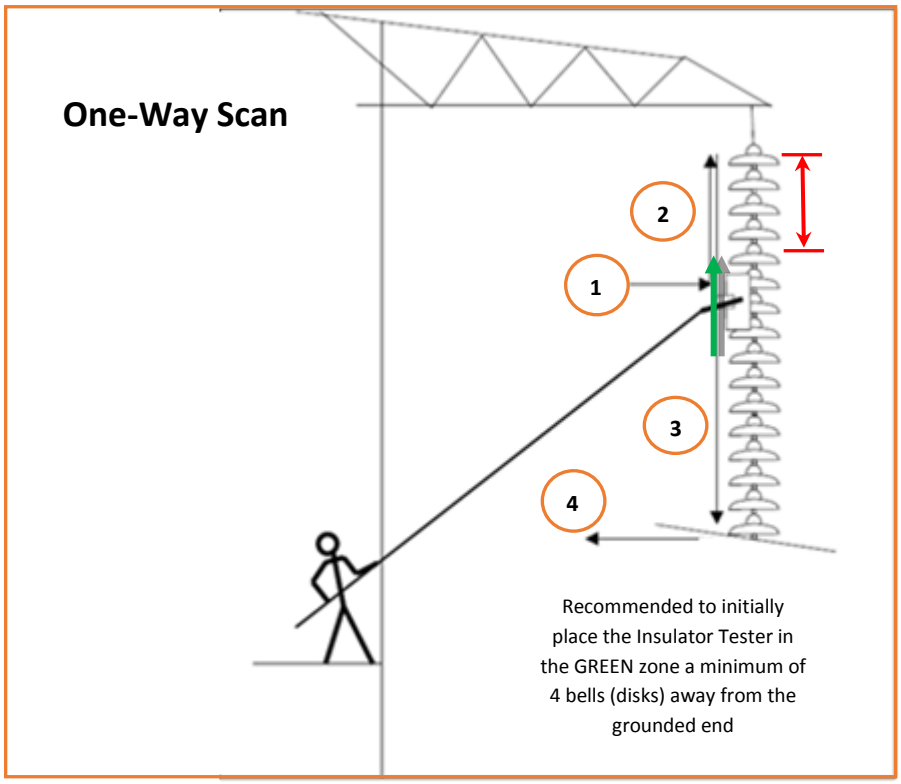

**Figure 15**
- **One-Way scan:** On Vertical string configuration, it is easier to perform a One-Way scan because the backward scan requires too much force to move the sled upward while the hot-stick is horizontal. See Figure 15
1. Following the instructions of the Tablet Operator, press the Push-button on the Insulator Tester (See Figure 14) and place the Insulator Tester a minimum of four (4) bells (disks) away from the grounded end. See the **Green Zone** in Figure 15.